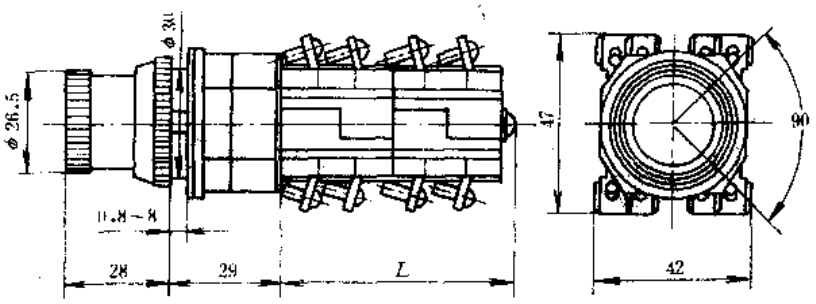

图 5-17　LA101Z-XZ 型选择开关外形及安装尺寸
(1) 限制按下动作型（符号为 B 或 L），在选择套筒的起始位置时，开关起按钮开关作用。转动套筒，按钮就不能被按下。
(2) 回避触头动作型（符号为 A 或 D），在选择套筒的起始位置时，开关起按钮开关作用。旋转套筒常闭回路构成时，虽然按钮可以按下，但它不能使触头动作。
(3) 选择型（符号 C 或 E），在选择套筒的起始位置时，开关起按钮开关作用。旋转套筒，常开和常闭触头均保持断开，仅有常开触头可以通过按动按钮进行操作。
(4) LA101Z-XZ 型选择开关外形及安装尺寸见图 5-17。